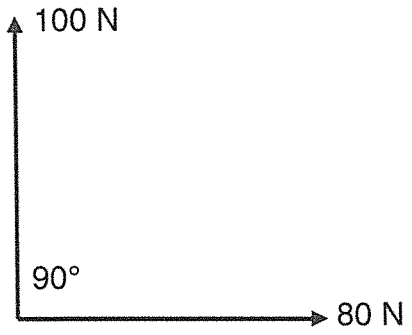

FIGURE 1
5.3 Calculate the magnitude and direction of the resultant of the two forces shown in FIGURE 1, ADDENDUM A (attached). State the angle between the resultant and the 80 N force.